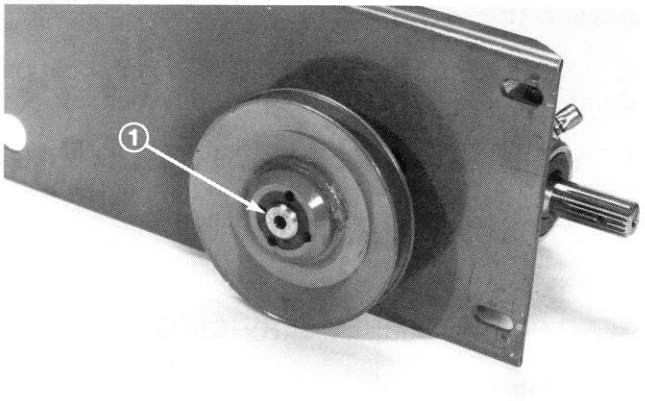

Figure 48
5. Remove set screws from taper lock bushing (Fig. 48). Install one set screw into hole that is threaded on side of taper lock (Fig. 48). Tighten set screw until taper lock is loose on inside of pulley hub.
2. Insert woodruff key into keyway in gear box shaft. Slide pulley w/taper lock onto gear box shaft and key (Fig. 48).
5. Check alignment of gear box pulley with spindle pulley. Loosen and relocate taper lock to adjust, if necessary (Fig. 48).